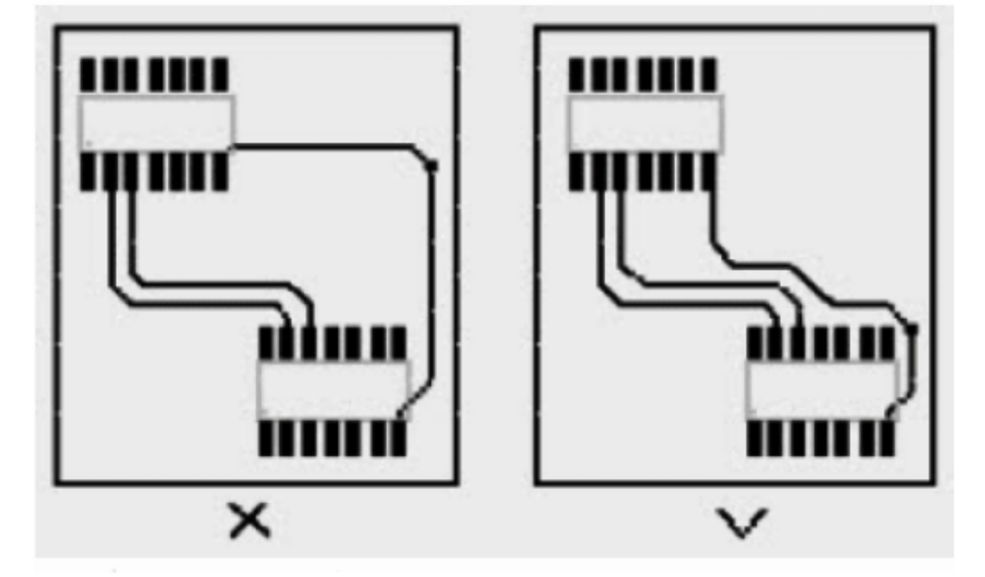

图 7-39 减少走线环面积
(1) 走线 3W 原则,拉开走线间距,满足 3 倍线宽,以减少线间串扰。
(2) 信号线与其回路构成的环面积要尽可能小,如图 7-39 所示。